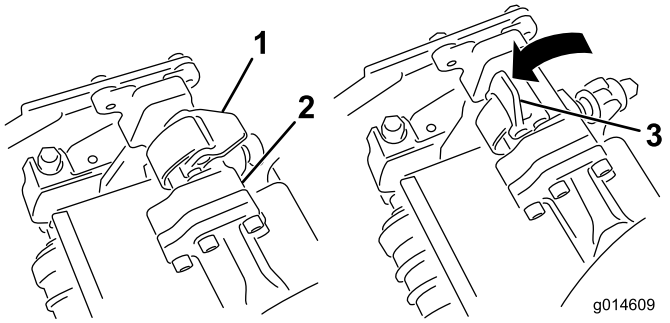
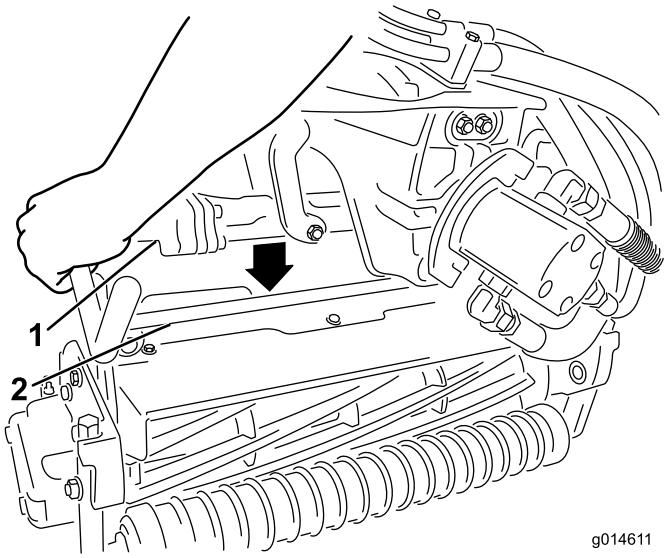

Figuur 11
Figuur 12
5. Zorg ervoor dat de vergrendelingen op de ophangarm omhoog wijzen (dus open staan) (Figuur 11), druk de ophangarm omlaag zodat de stang ervan over de stang aan de bovenkant van het maaidek valt (Figuur 12).
6. Sluit de vergrendelingen rond de stang van het maaidek en vergrendel ze (Figuur 11).